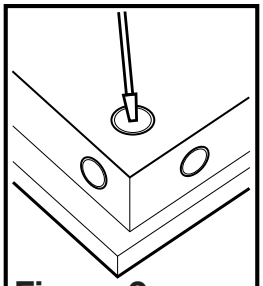

Figure 2
4. Select the most convenient electrical knockout and remove using a straight-blade screw driver **(Figure 2).**